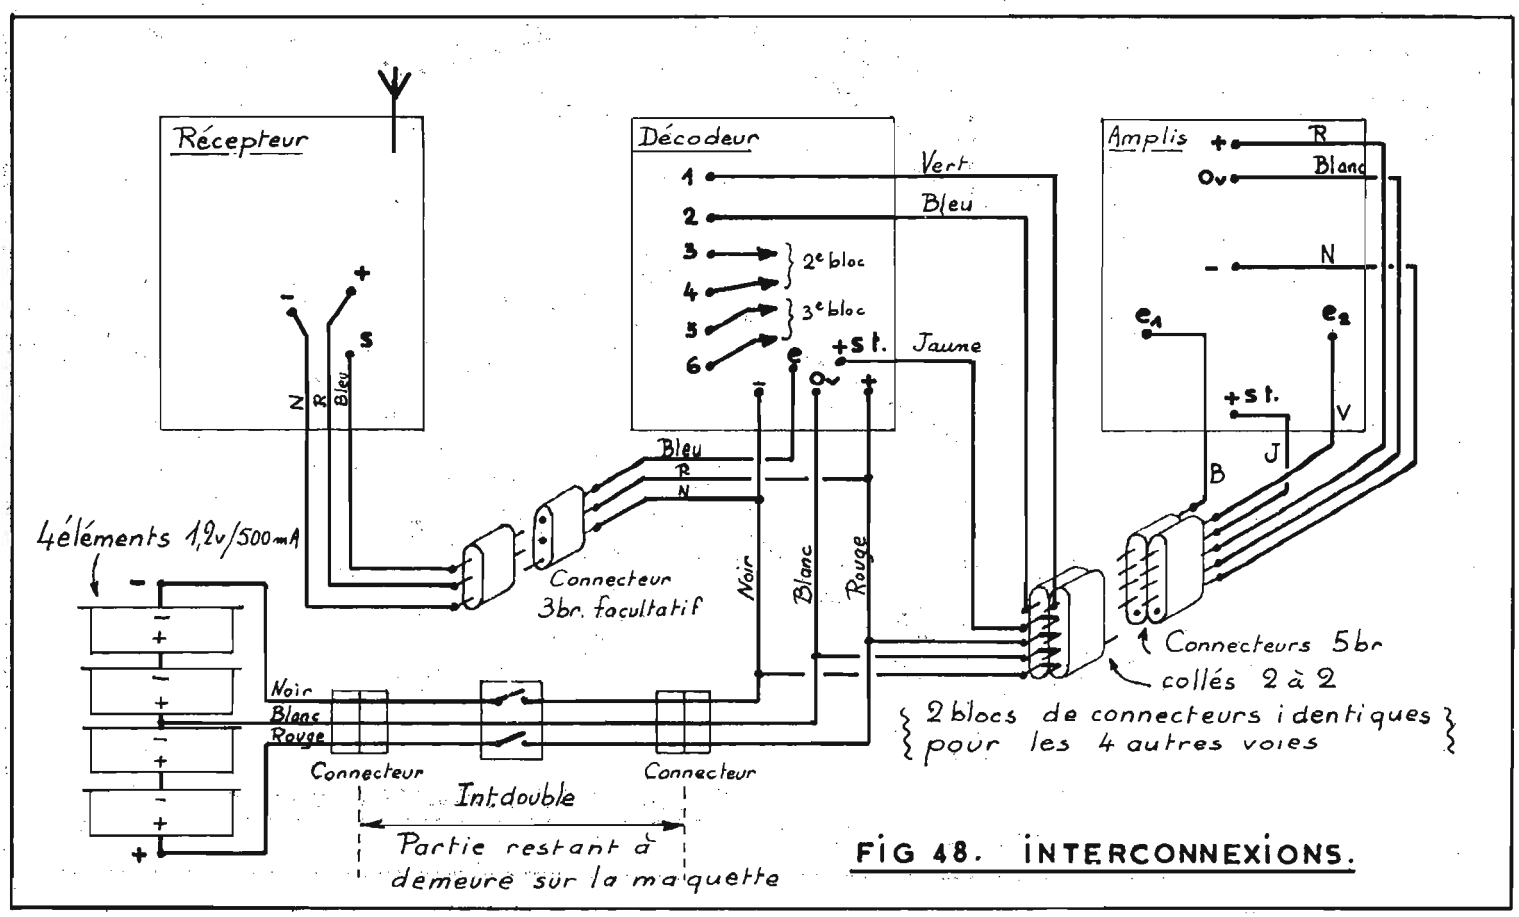

FIG 48. INTERCONNEXIONS.
5) Interconnexions. La figure 48 en donne une représentation symbolique simplifiée. Tous les relais de connexions se font dans le décodeur.